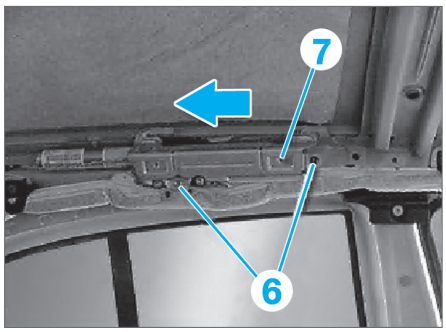

Fig. 25
- les vis (6) et démonter le support de poignée (7) dans le sens de la flèche **(Fig.25)**.